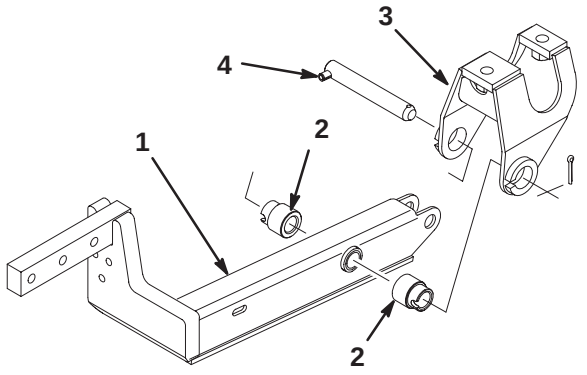

Figure 2
4. Mount a lift arm to the pivot bracket with 2 spacers, a pivot pin, and a cotter pin (5/32 x 1-3/4 in.). Mount the lift arm with the bend positioned outward (Fig. 2).